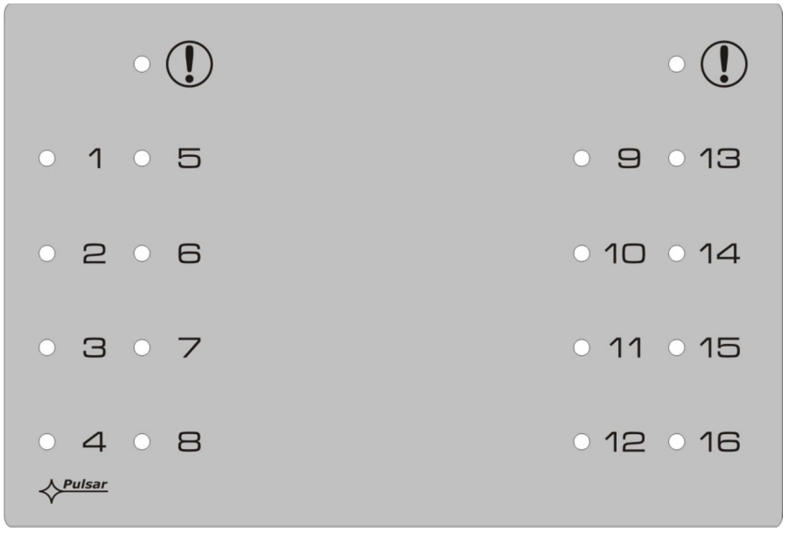

Fig.4. Vista del pannello dell'alimentatore.
3.1. Segnalazione visiva (fig. 4).